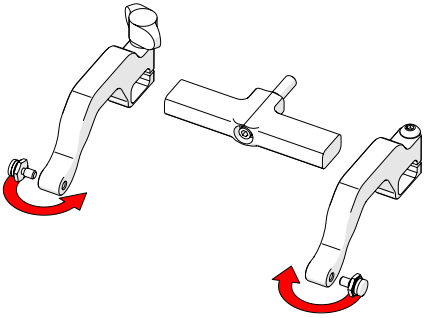

Fig. 109 - Position pivot buttons
5. Position the pivot buttons to the inside of the probe holder arms *(Fig. 109)*.